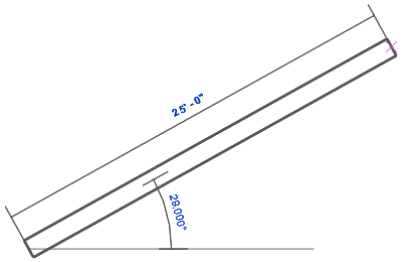

Figure 3-31 *The temporary dimensions displayed on the wall*
e. Invoke the **Line** sketching tool and then sketch the exterior walls based on the given parameters, refer to Figures 3-31 through 3-38.
4. Right-click in the drawing area; a shortcut menu is displayed. Choose the **Zoom In Region** option from the shortcut menu and zoom into the area to get a closer view of the sketched wall segment, as shown in Figure 3-31 (for zooming techniques, refer to Chapter 2- Starting an Architectural Project).